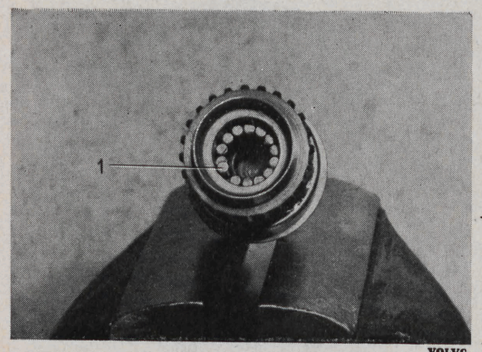

Bild 16. Montering av rullager.
2. Gör ren nållagrets rullar noggrant. Smörj in lagerbanan och lägg dit de 14 rullarna. Den sista rullen (1 bild 16) stickes ned i sitt läge uppifrån.
3. Montera låsringen (6) (gäller ej växellåda typ H 4—H 6).